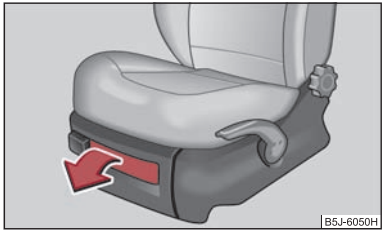

Fig. 84 Asiento delantero: Portaobjetos
– Para abrir la tapa, inclinar el cierre y levantar la tapa ⇒ fig. 84.